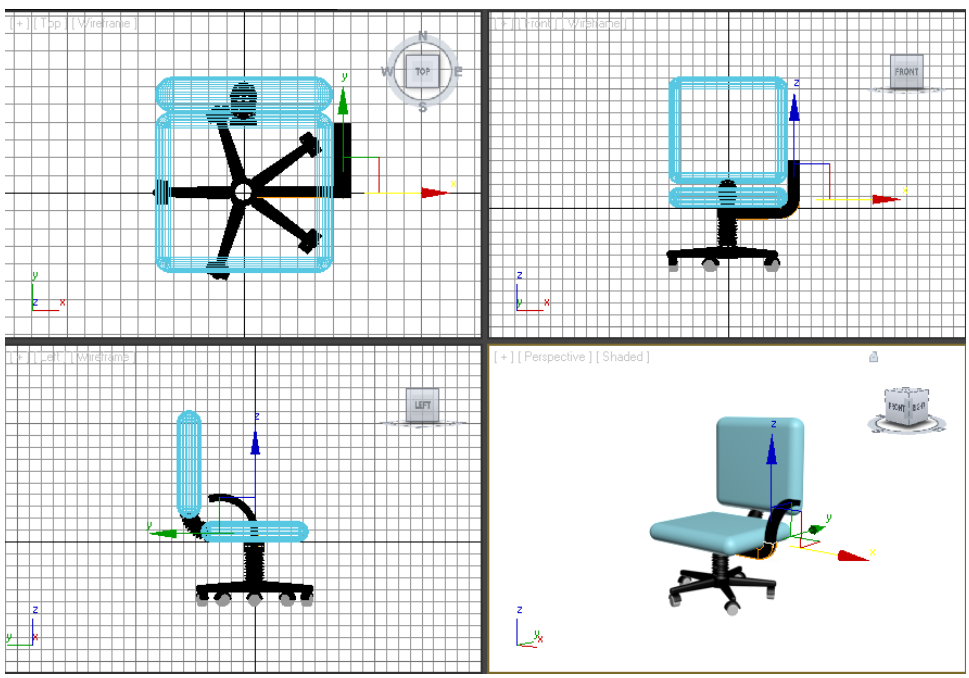

Figure 3-56 *Alignment of the right hand support002 in all viewports*
12. Align the *right hand support002* in all viewports using the **Select and Move** and **Select and Rotate** tools, as shown in Figure 3-56.